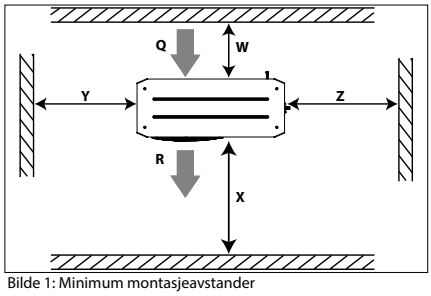

Bilde 1: Minimum montasjeavstander
- Sørg for tilstrekkelig plass rundt enheten slik at luften kan sirkulere og dører kan åpnes. Se bilde 1 for minimumsverdier for avstand til vegger.